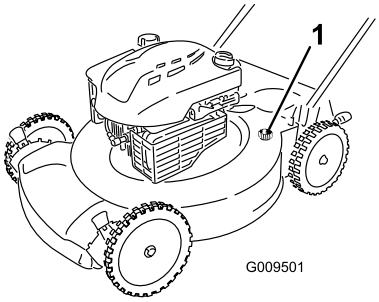

Figur 30
4. Anslut en trädgårdsslang, som är ansluten till en vattenkälla, till tvättanslutningen på klipparen (Figur 30).